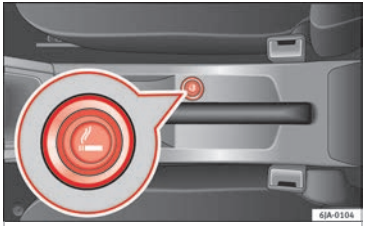

Fig. 154 Centre console: lighter
The cigarette lighter is located at the front of the centre console ››› **Fig. 154**.
– Press the cigarette lighter knob ››› **Fig. 154**.